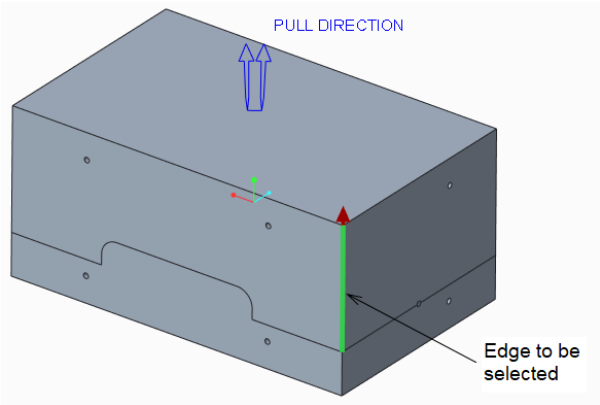

Figure 16-41 *Edge to be selected*
3. Select an edge, as shown in Figure 16-41; you are prompted to enter the movement displacement. Enter **250** and press ENTER. Next, choose the **Done** option from the **Menu Manager**; the **Cavity_2** moves upward, refer to Figure 16-41.